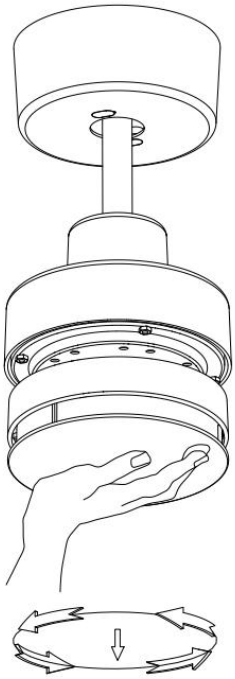

Fig. 5
- Remove the bottom cover from the fan assembly. (Fig. 5)